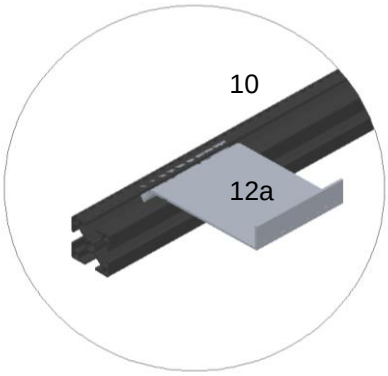

Abb. 5
7. Hängen Sie die vorgeschriebene Anzahl an Abrutschsicherungen (12a/12b) in die Montageschiene (10) unten ein (Abb. 5).